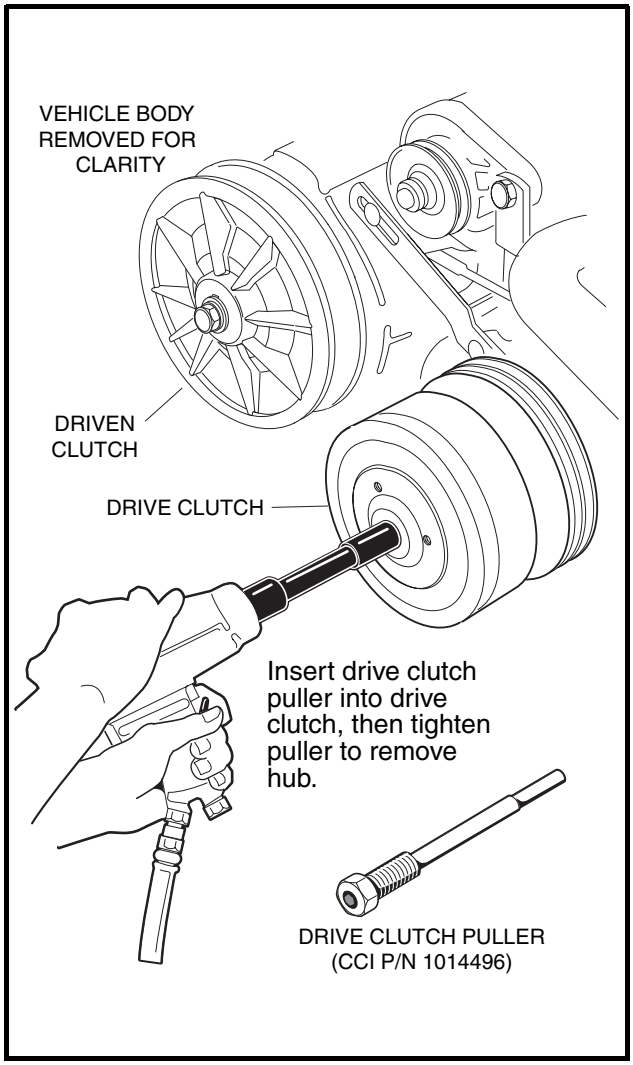

Figure 17-4 Drive Clutch Removal
6. Use a 1/2-inch drive air wrench to tighten the clutch puller tool. The drive clutch will come free of the crankshaft **(Figure 17-4, Page 17-4)**.